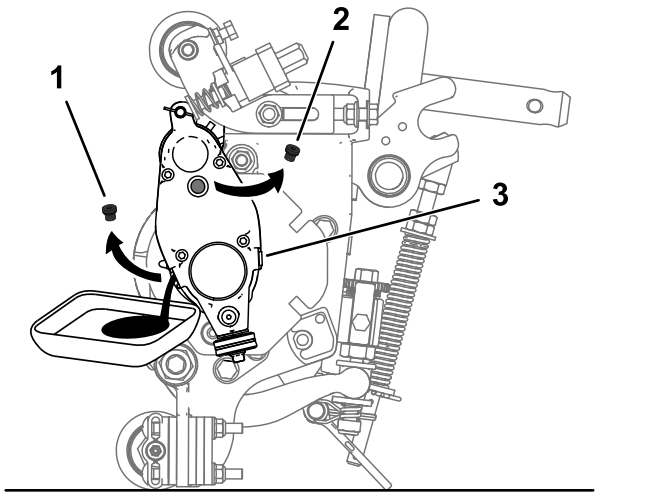

Figur 25
5. Luta klippenheten bakåt mot stödet tills dräneringsöppningen är längst ner så att all olja kan rinna ur (Figur 25).